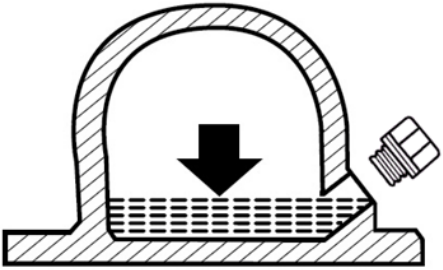

Рис. 22 Уровень масла в вибраторе
7. После заправки убедитесь, что уровень масла соответствует нижней кромке контрольного отверстия (Рис. 22).